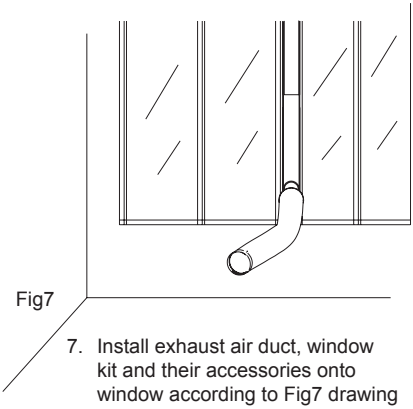

Fig7
7. Install exhaust air duct, window kit and their accessories onto window according to Fig7 drawing illustrated.